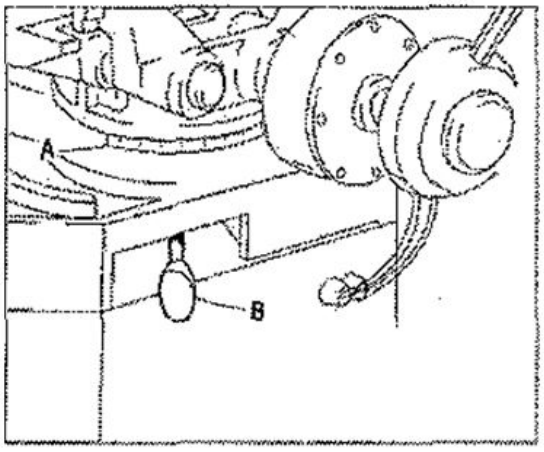

Abb. 15: Einstellen der Gehrungsposition
Schritt 1: Ziehen Sie die Klemmstange (Abb. 15 B) nach rechts und drehen Sie das Sägeaggregat in die gewünschte Gehrungsposition.
Schritt 2: Die Position kann in der Skalenteilung ausgelesen werden (Abb. 15). Dann befestigen Sie die Klemmstange wieder. Verwenden Sie keine unnötige Kraft, ein leichter Zug reicht aus.